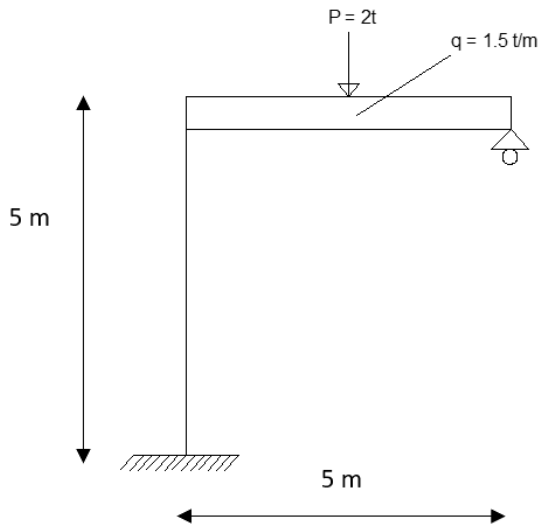

Fig. 2 Frame Structure
2. Determine the stiffness and load matrix for the frame structure shown in Fig. 2 using the direct stiffness method. (E= $2x10^6$ Kg/cm^2; I = 67,500 cm^4). (40)